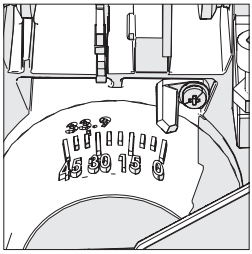

Fig. 8
- Assurez-vous que la tête de coupe soit en position verticale, contre sa butée et que le pointeur de biseau indique 0° sur l'échelle. **(Fig. 8)**